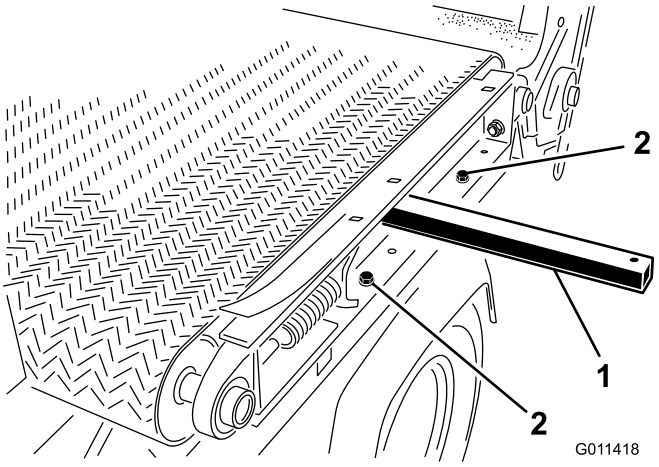

Figuur 35
7. Verwijder de (2) tapbouten, ringen en moer aan de linkerkant van de machine waarmee de glijband aan het frame is bevestigd (Figuur 35).
- Breng een hefstang aan in het gat aan de linkerkant van de machine en breng de hefstang omhoog om de glijband op te heffen (Figuur 35).